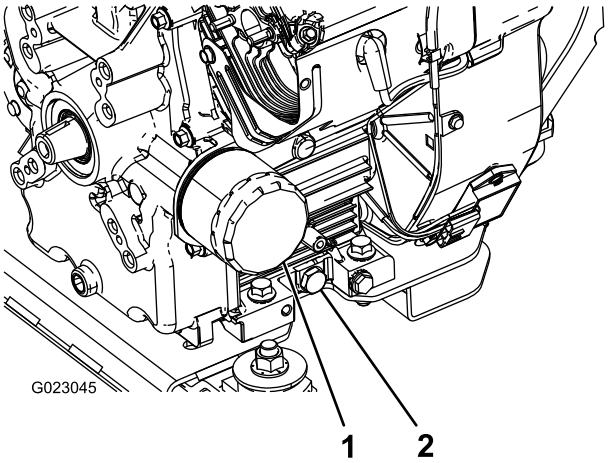

Figura 44
5. Retire el tapón de vaciado (Figura 44).
2. Retire el filtro de aceite (Figura 44).
5. Instale el filtro de aceite nuevo en el adaptador del filtro. Gire el filtro en el sentido de las agujas del reloj hasta que la junta de goma entre en contacto con el adaptador del filtro, luego apriete el filtro 1/2 de vuelta más (Figura 44).